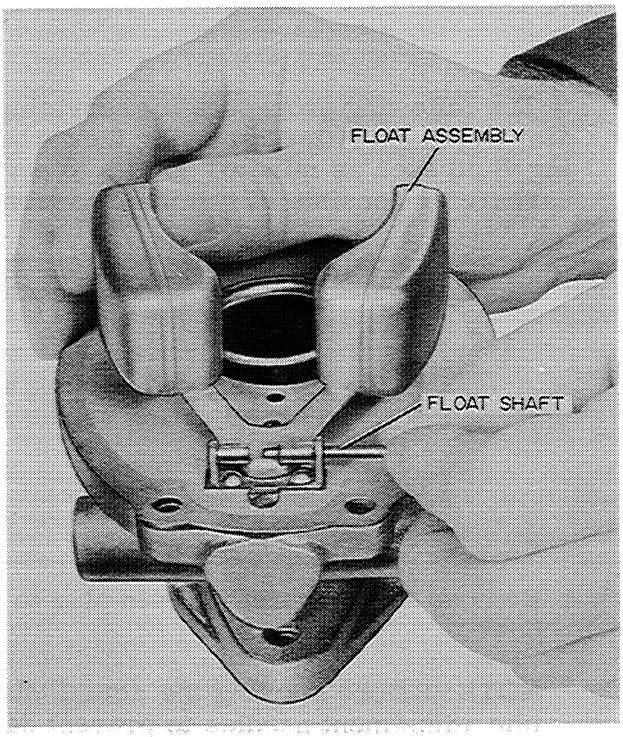

Figure N-13
5. Remove the float shaft and float assembly, Figure N-13.